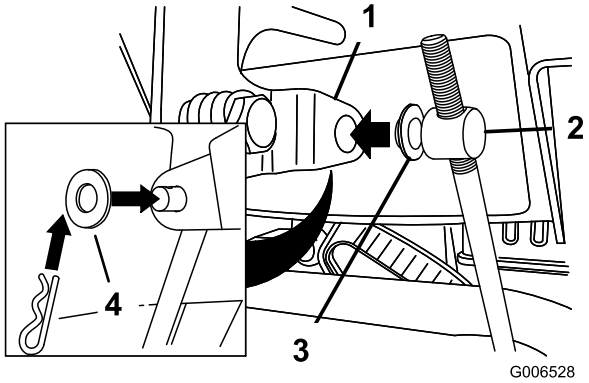

Rysunek 5
3. Umieść płaską podkładkę na czopie zawieszenia obrotowego (Rysunek 5).
6. Unieś drążek zmiany biegów i włóż czop zawieszenia obrotowego w otwór w dźwigni wybieraka biegów (Rysunek 5).
B. Odłącz czop zawieszenia obrotowego od dźwigni wybieraka biegów (Rysunek 5).
C. Obróć czop zawieszenia obrotowego w dół (w prawo) na drążku zmiany biegów (Rysunek 5).
D. Podłącz czop zawieszenia obrotowego do dźwigni wybieraka biegów (Rysunek 5).
C. Obróć czop zawieszenia obrotowego w górę (w lewo) na drążku zmiany biegów (Rysunek 5).